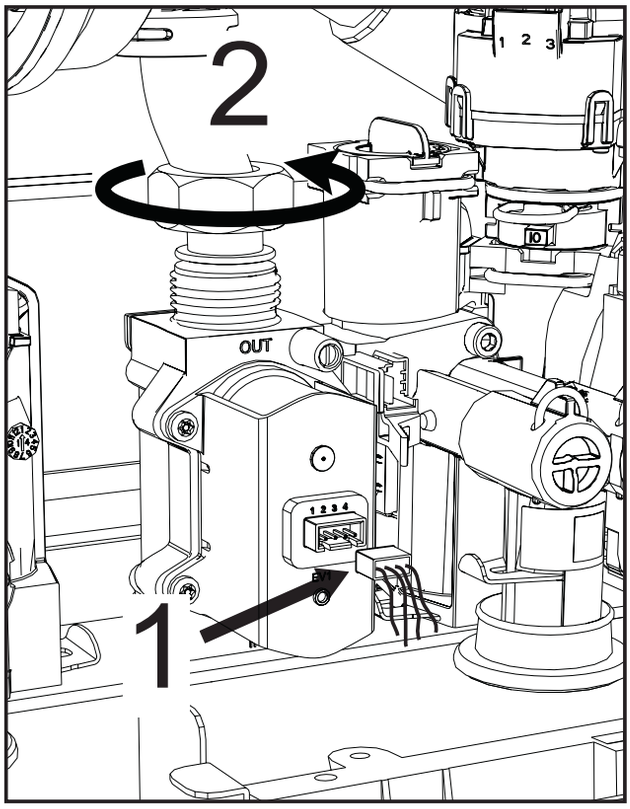

Рис. 43
- Отсоедините электрические разъемы **«1»** (рис.43).
- Отсоедините трубку подачи газа **«2»** (рис. 43).